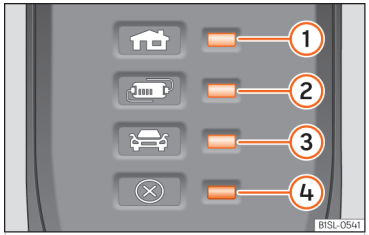

Abb. 67 Am Ladekabel für Netzsteckdosen: Kontrollleuchten in der Schutzeinrichtung.
››› (Abb. 67):
Durch die elektronische Schutzeinrichtung ››› (Abb. 67) ist der Ladestecker so lange stromlos, bis er in die Ladedose des Fahrzeugs eingesteckt wird.
Eine oder mehrere Kontrollleuchten ››› (Abb. 67) ①, ② oder ③ leuchten grün.
Anzeige ››› (Abb. 67)	Bedeutung
① ④ blinken	Der Hausstecker hat sich stark erhitzt.
② ④ blinken	Die Schutzeinrichtung hat sich stark erhitzt.
Wenn der Ladevorgang mit einem geringeren Ladestrom fortgesetzt wird, blinkt abgesehen von der Betriebsanzeige die Warnleuchte ››› (Abb. 67) ④ rot.
- Sollte es wieder zu einer Abschaltung oder Verringerung des Ladestroms kommen und die Ursache hierfür nicht mit einer externen Wärmequelle in Verbindung stehen, ist darauf zu achten, welche grüne Kontrollleuchte blinkt ››› (Abb. 67). Zur Überprüfung des Ladekabels ist ein SEAT-Vertragshändler aufzusuchen. Zur Überprüfung der Anschlüsse der Ladeinfrastruktur ist ein Fachunternehmen für Elektroinstallationen aufzusuchen.
Wenn die rote Warnleuchte ④ blinkt oder leuchtet, ohne dass gleichzeitig eine der Kontrollleuchten ››› (Abb. 67) ①, ② oder ③ die Betriebsanzeige dauerhaft leuchtet, liegt eine Störung vor.